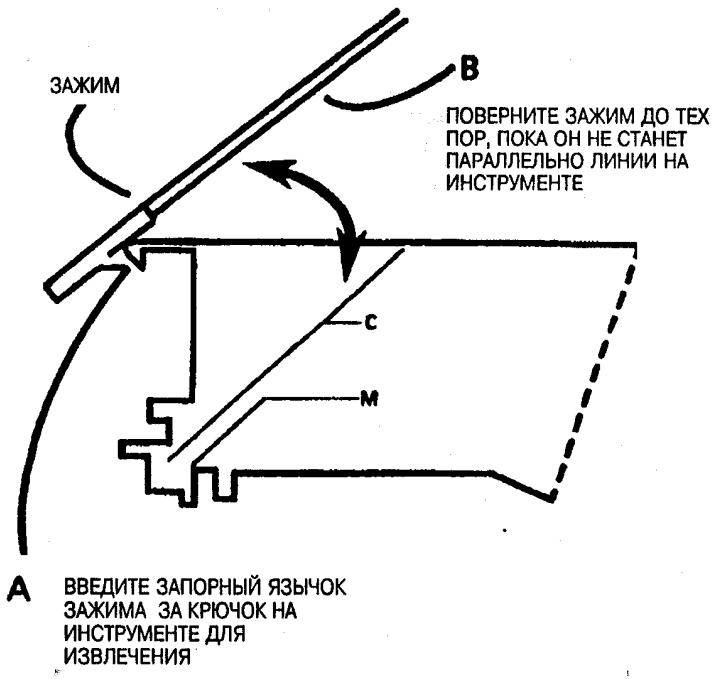

Рис. 4. Изменение положения запорного язычка зажима
4. (Рис. 4): Изменение положения запорного язычка зажима.